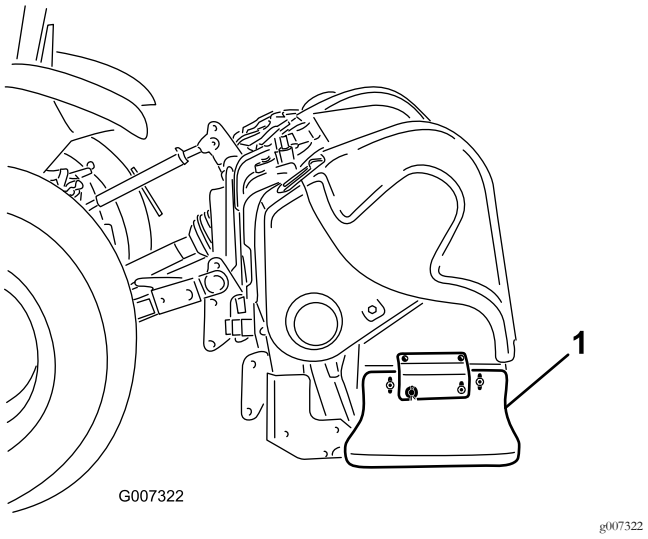

**Figur 40**
1. Løsn de bolte og møtrikker, der fastgør sideskærmen til stellet (Figur 40).